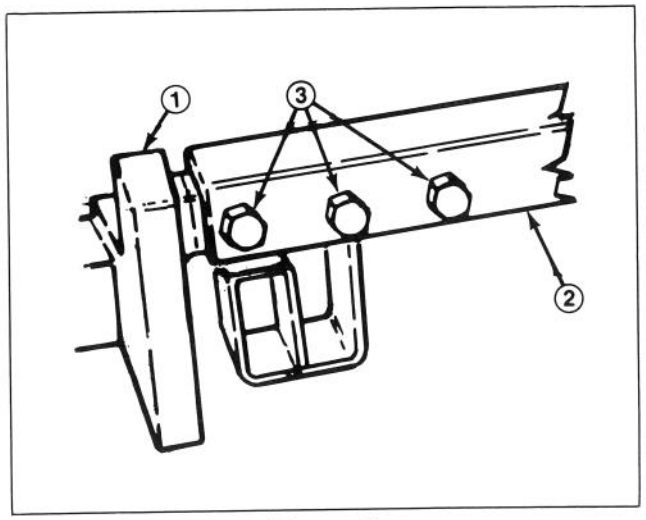

Figure 5
2. Slide carrier frame onto lift arms aligning mounting holes. Secure each side of carrier frame to lift arms with (3) 1/2 - 13 x 1-1/2" lg. capscrews. Torque capscrews to 70-80 ft-lb. (Fig. 5).